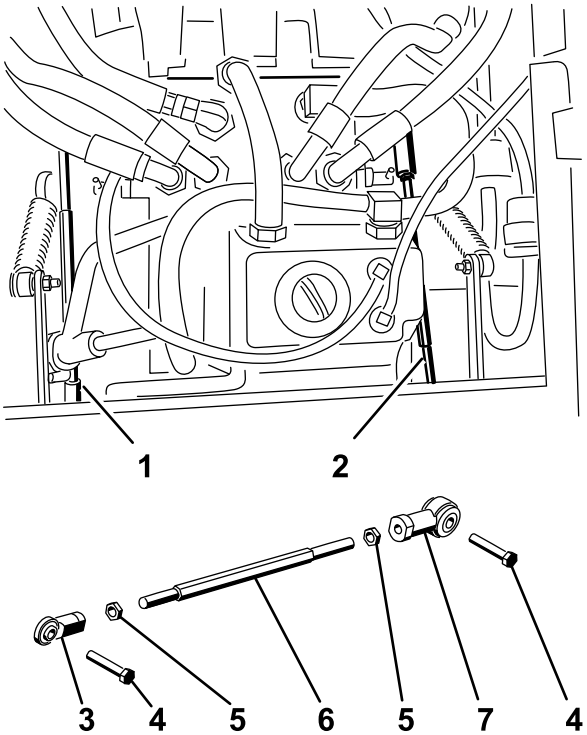

Figuur 58
6. U stelt de lengte van de pompstang aan een kant af door de zeskantige as in de juiste richting te draaien, totdat het corresponderende wiel stilstaat of iets achteruit kruipt (Figuur 58).